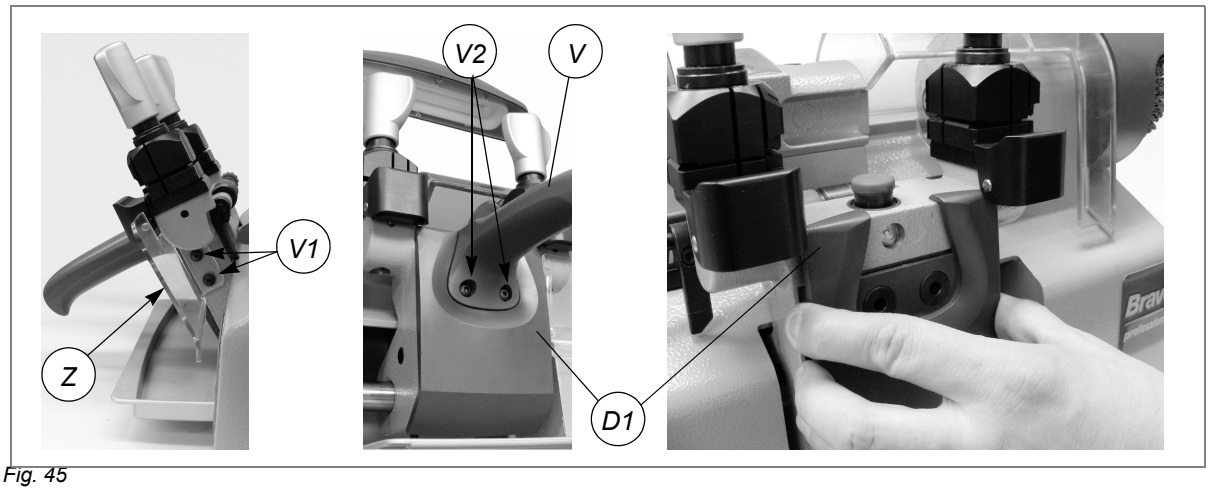
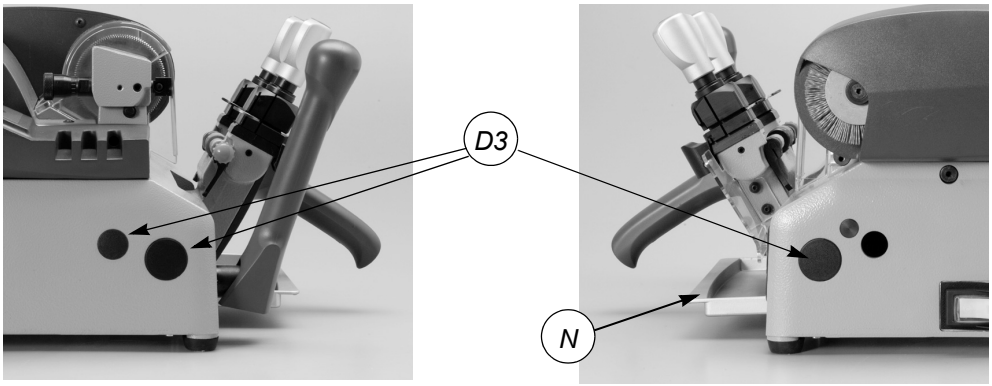
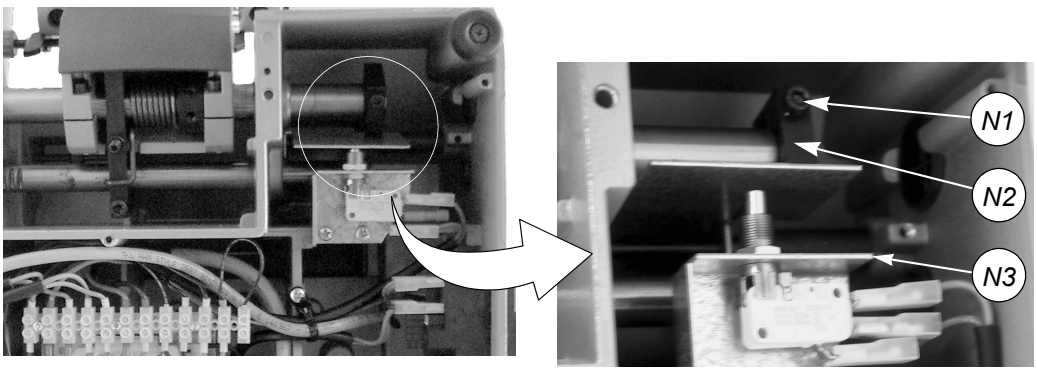

Fig. 45
Fig. 47
Fig. 48
2) Loosen the 2 screws (V1) and remove the protection from swarf (Z) (fig.45).
4) Loosen the 2 screws (V2) on the carriage knob (V) (fig.45).
5) To remove the knob (V), raise a little and pull off.
8) Remove the caps (D3) from the base (fig. 47, page 29).
9) Remove the swarf tray (N).
11) Loosen the 7 screws (W) and 2 feet (W1) and remove the bottom panel (W2) (ch.7.8, page 22).
12) Loosen the screw (N1) on the cam (N2) (fig. 48, page 29) and pull the cam to the right to remove.
18) Replace the cam (N2) so that it pushes the plate (N3) hard up against the microswitch; tighten the screw (N1) (fig. 48, page 29).
19) Replace the bottom panel and fix with the 7 screws (W) and 2 feet. Fit the swarf tray.
22) Replace the carriage safety shield (D1) and fit the knob (V), pressing it downwards.
24) Replace the protection from swarf (Z) and tighten the 2 scews (V1).